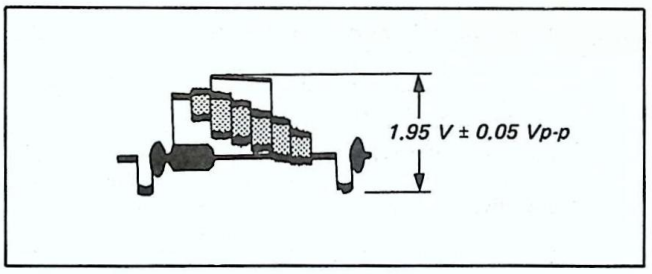

Fig. 5-3-13. Deviation adjustment
4) Repeat self recording and playback until the playback output level reaches 1.95V ± 0.5 Vp-p. (See Fig. 5-3-13)